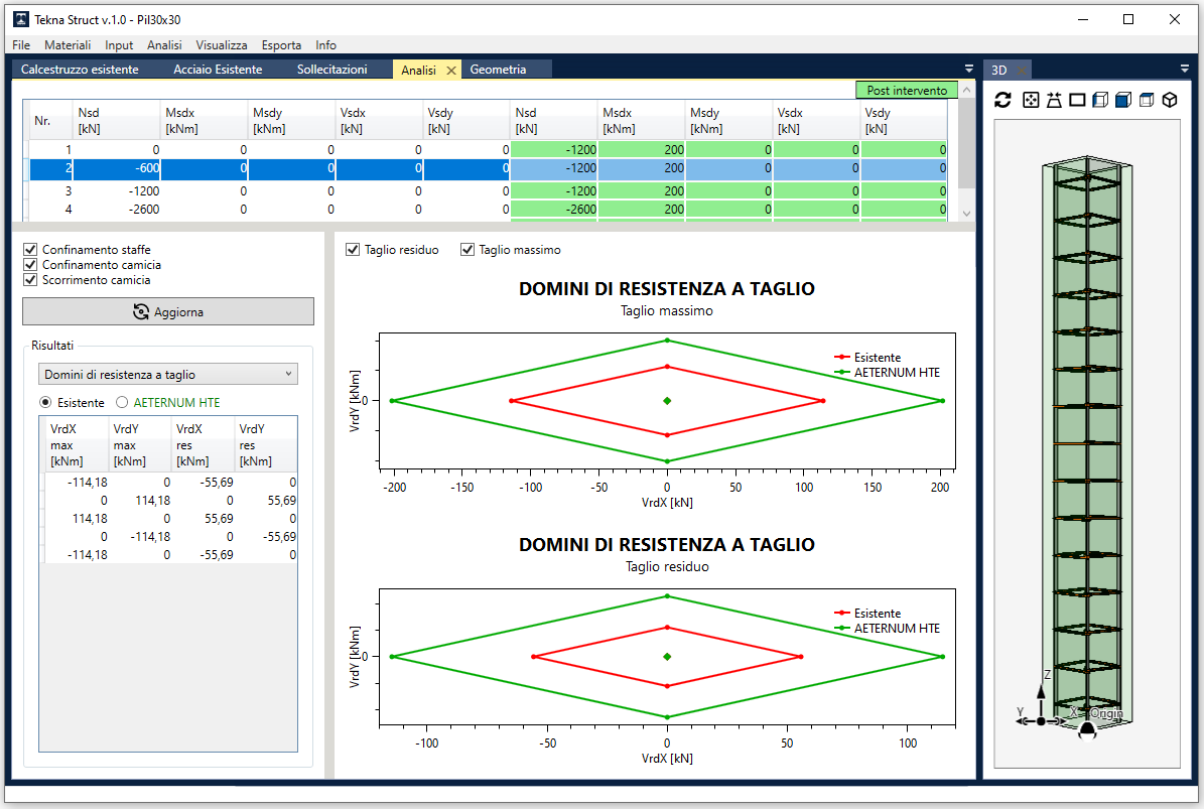

Fig. 29 – Menu Calcola – Domini di resistenza a taglio
- domini di resistenza a taglio (Fig. 29): il programma elabora i domini di resistenza a taglio nel piano Vx-Vy, relativi alla sollecitazione selezionata. In riferimento al par. C8.7.2.3.5 della Circolare esplicativa n. 7 del 21/01/2019 e al par. 4.1.2.3.5 del D.M. 17/01/2018, il programma calcola sia le resistenze a taglio per le condizioni non sismiche (*Taglio massimo*) che le resistenze a taglio residue